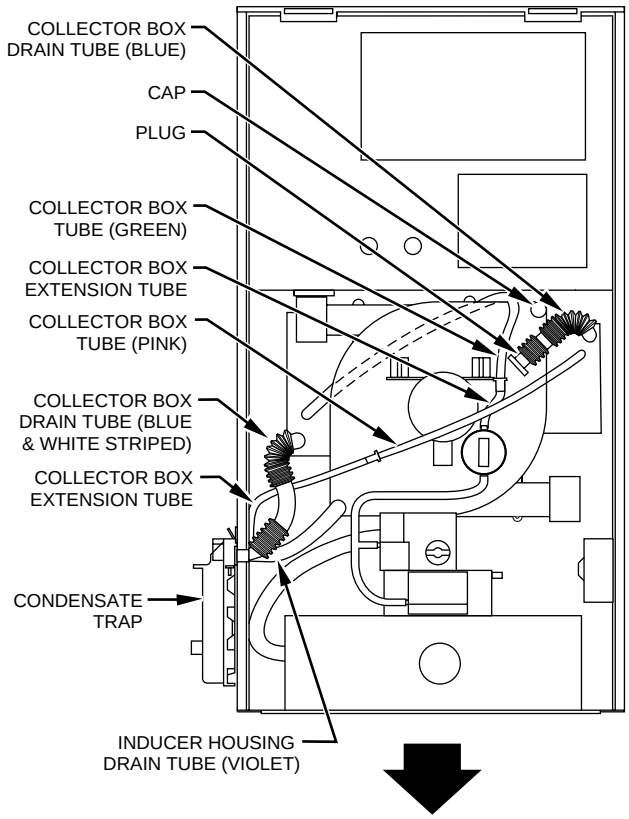

**Fig. 8—Downflow Tube Configuration (Left-Hand Trap Installation)**
**NOTE:** See Fig. 8 or 9 or tube routing label on main furnace door to check for proper connections.
One collector box pressure tube (pink label) is factory connected to the pressure switch for use when furnace is installed in UPFLOW applications. This tube MUST be disconnected and used for the condensate trap relief port tube. The other collector box pressure tube (green label) which was factory connected to the condensate trap relief port connection MUST be connected to the pressure switch in DOWNFLOW or HORIZONTAL RIGHT applications. **NOTE:** See Fig. 8 or 9 or tube routing label on main furnace door to check for proper connections.